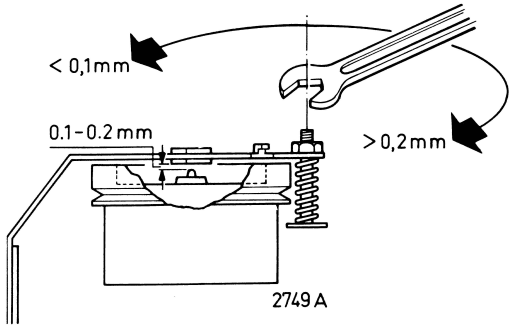

Fig. 3
4. Adjusting the flywheel bracket 503, Fig. 3